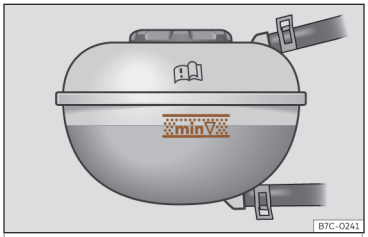

Abb. 213 Im Motorraum: Markierung an dem Motorkühlmittelausgleichsbehälter.
– Lesen Sie den Kühlmittelstand am Kühlmittelausgleichsbehälter ab. Der Kühlmittelstand muss bei kaltem Motor zwischen den Markierungen››› **Abb. 213** liegen. Bei warmem Motor kann er auch etwas über der oberen Markierung liegen.